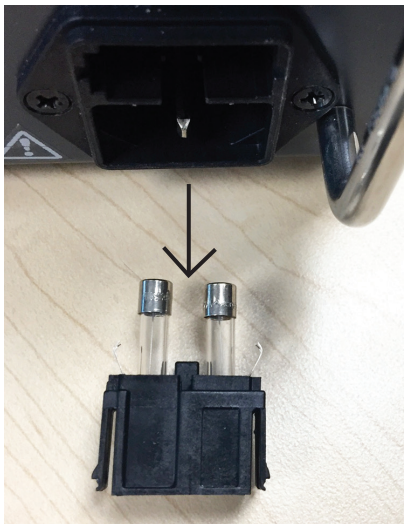

Figure MM-02 Fuse Holder Removed
3. Remove the fuses that require replacement, and install new fuses. Refer to Figure MM-02.